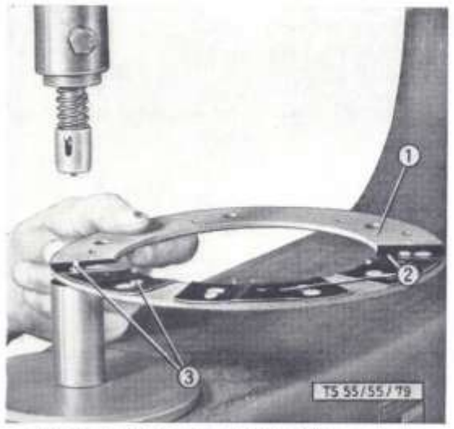

Bild 81: **Aufnieten der Zwischenfedern auf den 1. Kupplungsbelag**
2. Die Zwischenfedern (6 Stück) mit neuem Kupplungsbelag zusammennieten (Bild 81). Jede Zwischenfeder (81/2) wird zweimal vernietet (81/3), die Nietköpfe werden von der äußeren Seite in die 5,3-mm-Bohrung eingeschoben.